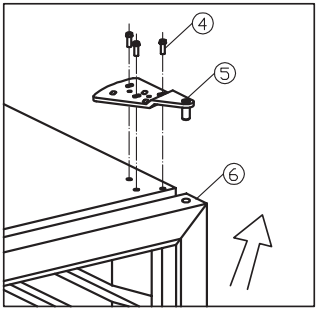
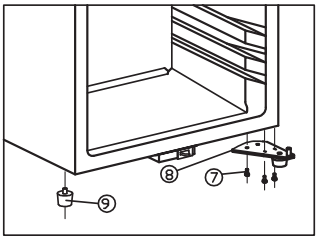

fig. 5.2
fig. 5.3
- Mens du støtter døren, løses og fjernes tophængsel og døren løftes af. See fig.5.2
- Afmonter bundhængslet (8)
- Afmonter den høje kabinetsfod (9) fra venstre side og monter den igen i modsat side. See fig.5.3